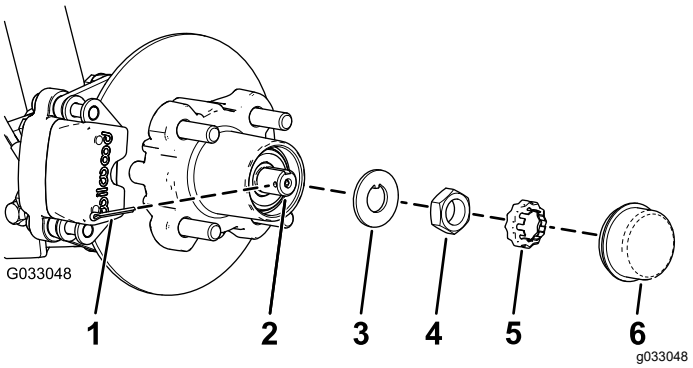
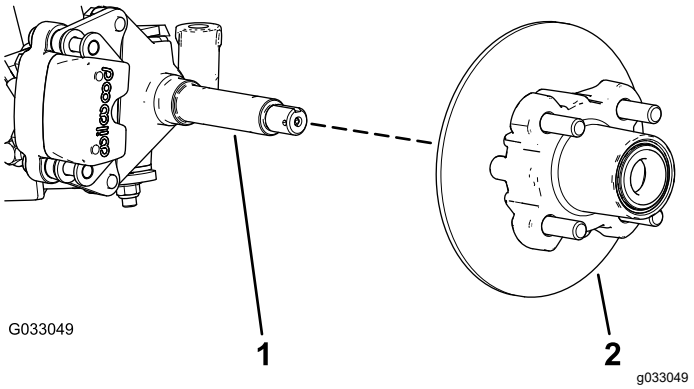

Figur 25
Figur 26
4. Fjern støvhætten fra navet (Figur 25).
5. Fjern låseclips og møtrikholder fra spindlen og spindelmøtrikken (Figur 25).
6. Fjern spindelmøtrikken fra spindlen og adskil nav- og rotorsamlingen fra spindlen (Figur 25 og Figur 26).